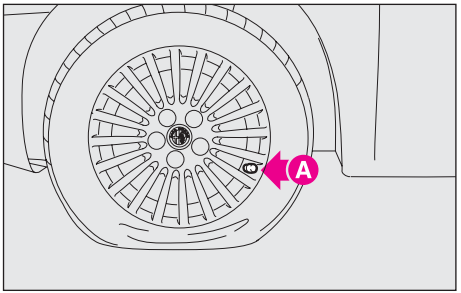

fig. 13
– placer la roue pour l'intervention avec la valve **A-fig. 13** tournée comme illustré dans la figure puis **serrer le frein à main**, extraire ensuite le kit de réparation rapide et l'appuyer sur le terrain près de la roue;